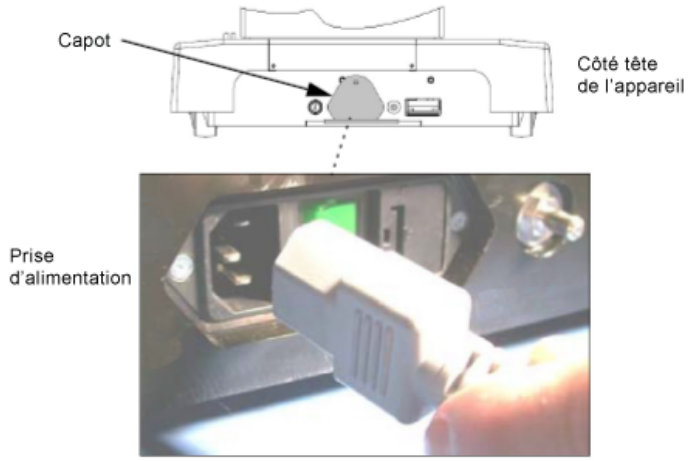

Figure 4-3. Branchement de la table à l'alimentation secteur (configuration type)
2. **Brancher le cordon d'alimentation à la prise appropriée sur le socle de la table (voir le *Figure 4-3*).**